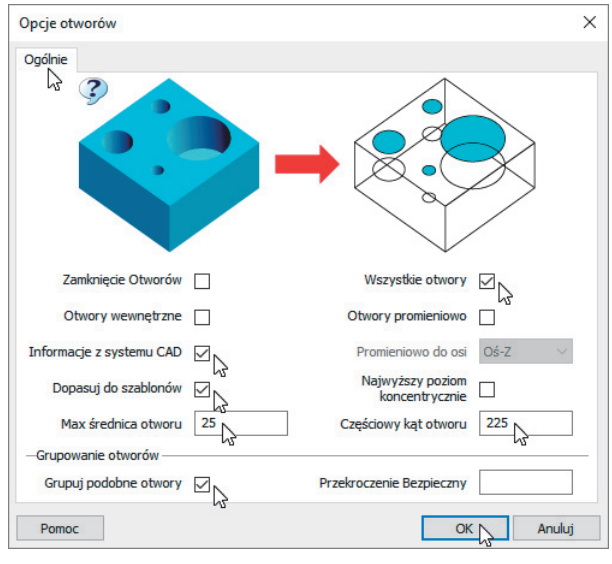

Rysunek 9.55. Okno automatycznego wyszukiwania cech technologicznych — Opcje otworów
2. Wypełnij okno dialogowe *Opcje otworów* i kliknij *OK* (rysunek 9.55).